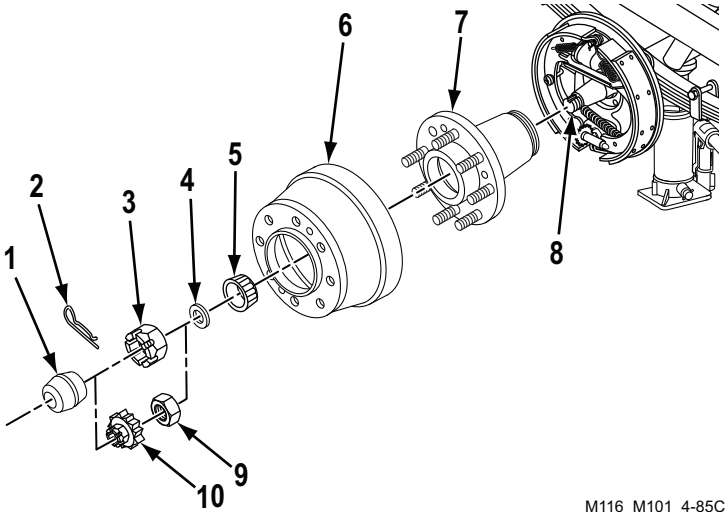

Figure 4. Hub, Brake Drum, and Wheel Bearing Replacement.
1. Lightly coat spindle (Figure 4, Item 8) with grease.
2. Install hub (Figure 4, Item 7) and brake drum (Figure 4, Item 6), as an assembly, on spindle (Figure 4, Item 8).
3. Pack outer bearing (Figure 4, Item 5) with grease and install on spindle (Figure 4, Item 8).
4. Install flat washer (Figure 4, Item 4) and castellated nut (Figure 4, Item 3) on spindle (Figure 4, Item 8).
5. Install flat washer (Figure 4, Item 4), nut (Figure 4, Item 9), and retainer (Figure 4, Item 10) on spindle (Figure 4, Item 8).